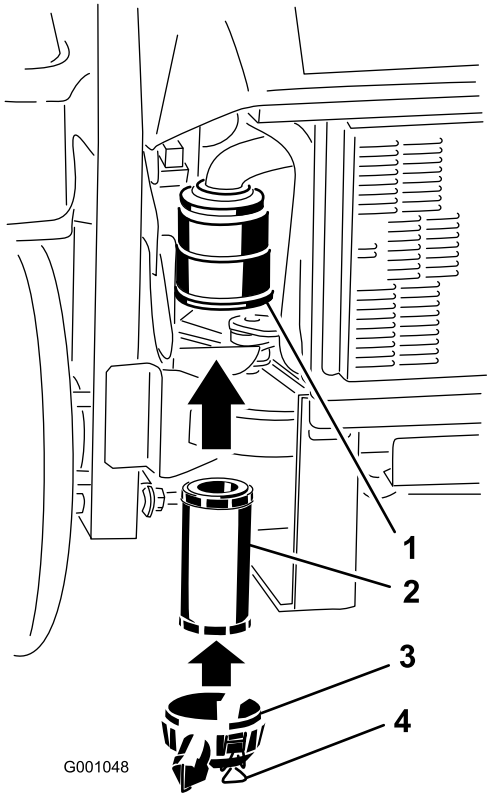

**Figuur 41**
2. Schuif het filter voorzichtig in de filterbehuizing (Figuur 41). Zorg ervoor dat het filter volledig vastzit door de buitenring van het filter tijdens de montage aan te drukken.
3. Monteer het luchtfilterdeksel en vergrendel dit (Figuur 41).